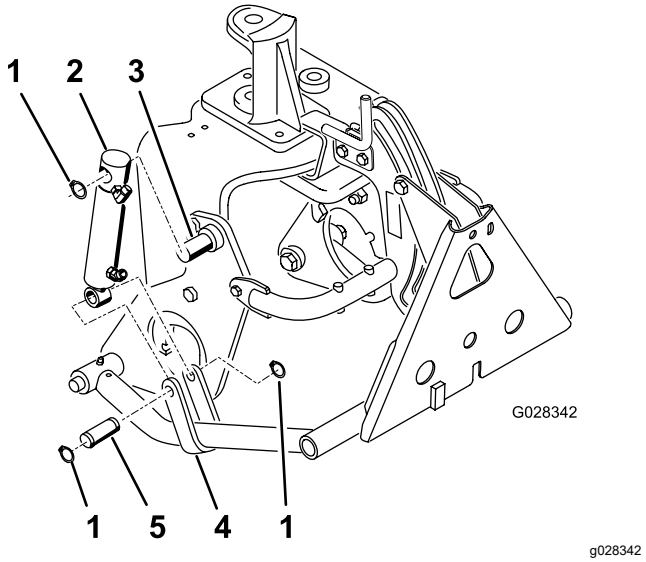

Figura 18
3. Monte la parte superior del cilindro hidráulico en el espárrago de la placa lateral derecha con un anillo de retención (Figura 18).
4. Monte el émbolo del cilindro en la abrazadera del brazo de empuje con un pasador y 2 anillos de retención (Figura 18).